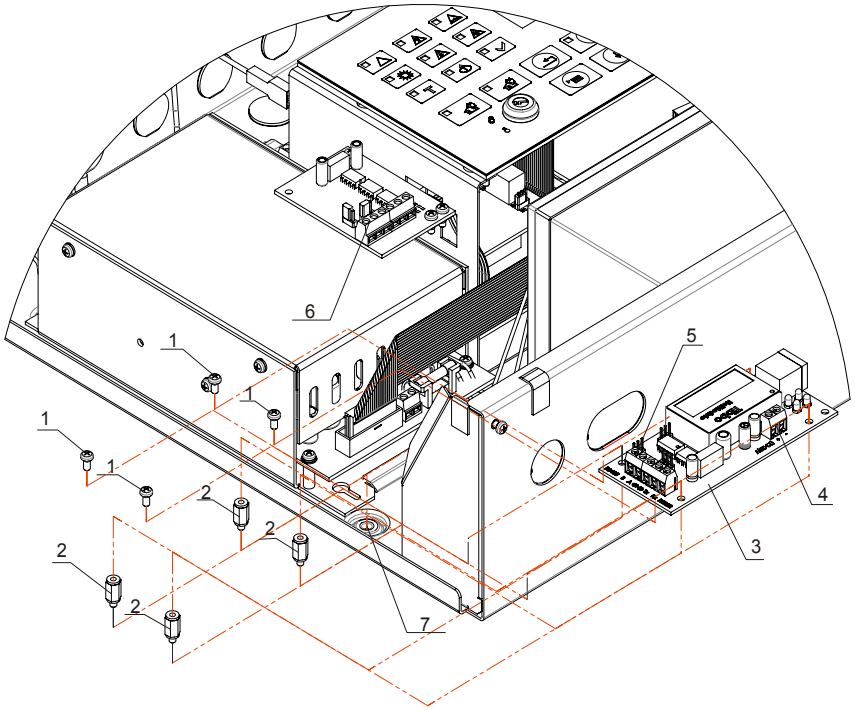

Fig.6
2.2.2.3. Mount the remote sleeves (pos.2, fig.6) into the provided openings for this (pos.7, fig.6) (Sleeves and openings are with crashed thread).
2.2.2.4. Mount the LAN module on the remote sleeves by means of the 4 screws (pos1, fig.6).
2.2.2.5. Join the power supply of the module (pos.4, fig.6) to terminals'' +28V'' and ''GND'' of the Control Panel.
2.2.2.6. By two-wire line connect the LAN module (pos.5, fig.6) and terminals A and B of module RS232/485 (pos.6, fig.6) from the Control Panel.